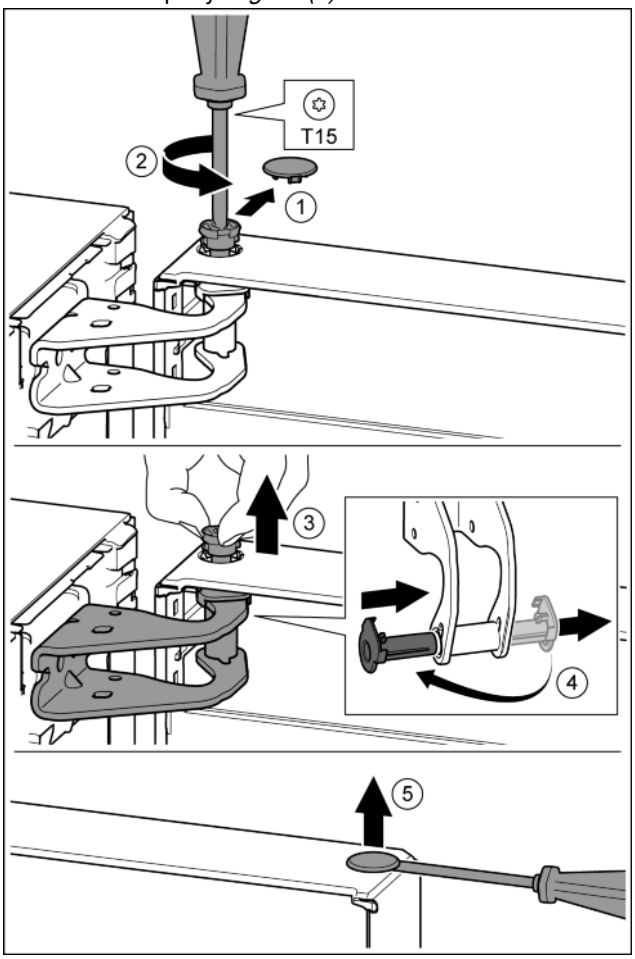

Fig. 11
- ▶ Осторожно снять предохранительную крышку. *Fig. 11 (1)*
- ▶ Немного выкрутить палец отверткой T15. *Fig. 11 (2)*
- ▶ Удерживать дверь и вытянуть палец рукой. *Fig. 11 (3)*
- ▶ Опорную втулку вывести из направляющей. Установить и зафиксировать с другой стороны. *Fig. 11 (4)*
- ▶ Осторожно приподнять шлицевой отверткой заглушку из опорной втулки двери и вынуть. *Fig. 11 (5)*